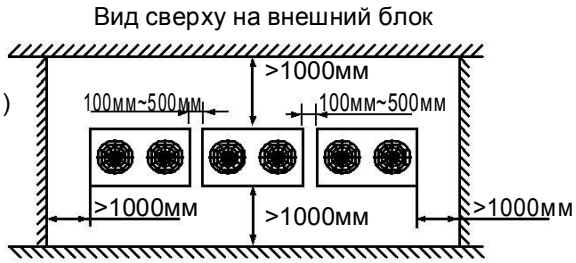

Рис.2
- При монтаже блока оставьте место для возможности проведения техобслуживания, как указано на рис.2. Определите сторону, к которой удобнее подвести питающий кабель. Процедура подключение питающего питающего кабеля описанаяв разделе Электромонтаж